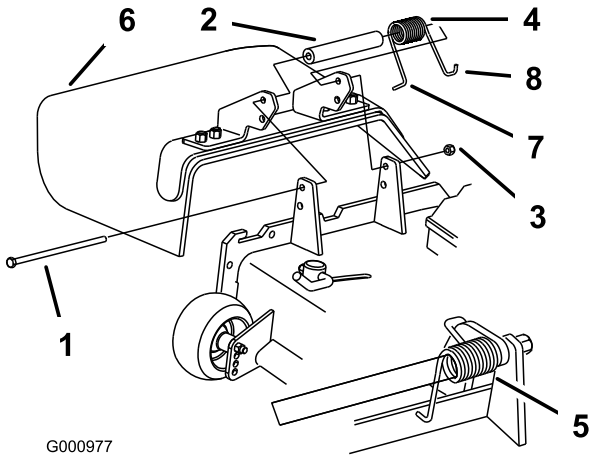

Figur 102
akselbeslagene (Figur 102). Fjern den beskadigede eller slidte græsdeflektor.
Bemærk: Sørg for, at fjederens **L**-formede ende sidder bag skjoldets kant, før bolten monteres som vist i Figur 102.
3. Monter bolten og møtrikken. Placer fjederens **J**-formede ende omkring græsdeflektoren (Figur 102).